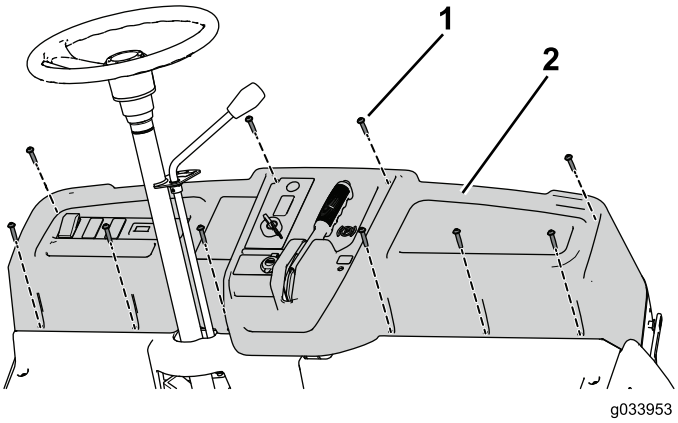

Figure 80
5. Use the 10 screws (1/4 x 1-1/4 inches) to secure the dashboard to the machine (Figure 80).